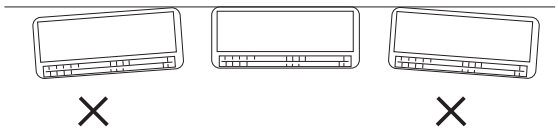

Fig. 2-249
(2) Double check with a carpenter's level or tape measure that the panel is level. This is important to install the unit properly. (Fig. 2-249)
(3) Make sure the panel is flush against the wall. Any space between the wall and unit will cause noise and vibration.